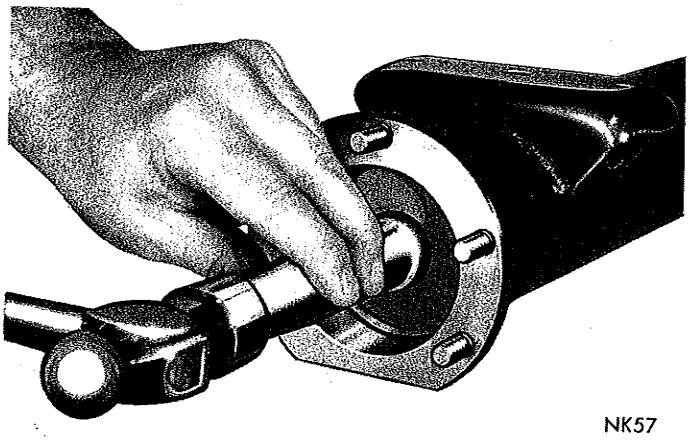

*Fig. 5—Installing Inner Seal*
(6) Wipe axle housing seal bore clean and install a new axle shaft oil seal using Tool C-839 (Fig. 5).